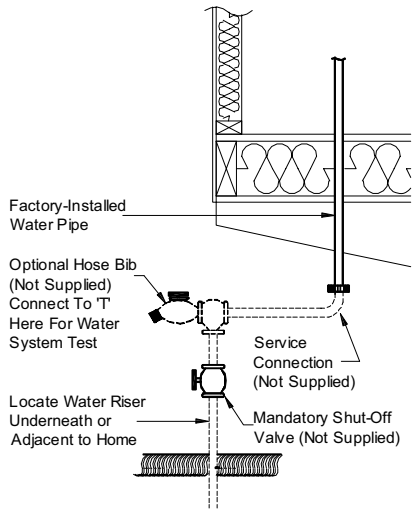

Figure 84. *Water system connection*
To connect the home's water system to the water source, identify the water inlet located under the home (usually below the water heater compartment or utility room) and follow the procedure described below (refer to **Figure 84**):
3. **Pressurize system.** Connect a hydrostatic pump, valve, and gauge to the location shown in **Figure 84**. Pressurize the system with water at 100 psi, and then isolate it from the pressure source. Bleed all air from the highest and farthest points in the system.